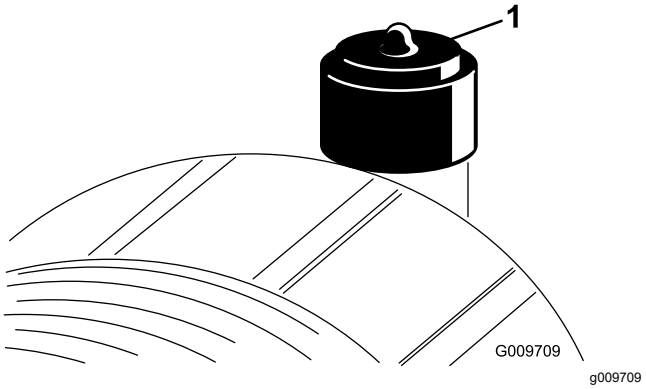

Рисунок 84
Фильтр воздухоочистителя следует обслуживать только при соответствующих показаниях индикатора необходимости технического обслуживания (Рисунок 84). Замена воздушного фильтра без необходимости только увеличивает вероятность попадания грязи в двигатель при извлечении фильтра.
9. Сбросьте индикатор (Рисунок 84), если он стал красным.